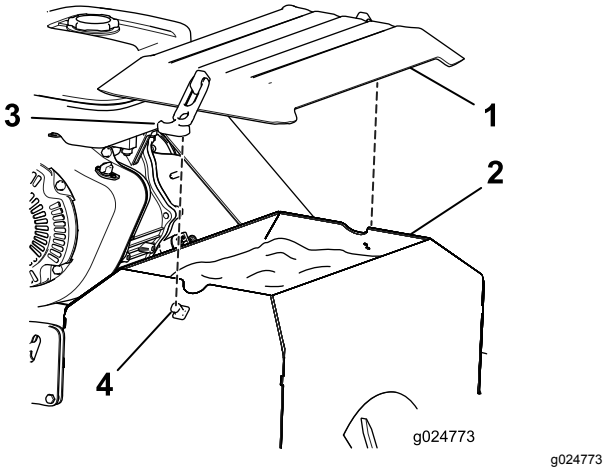

Рисунок 13
- Чтобы установить крышку бункера посевного материала (Рисунок 13), поместите ее поверх бункера и прикрепите резиновые фиксаторы к выступам с обеих сторон.